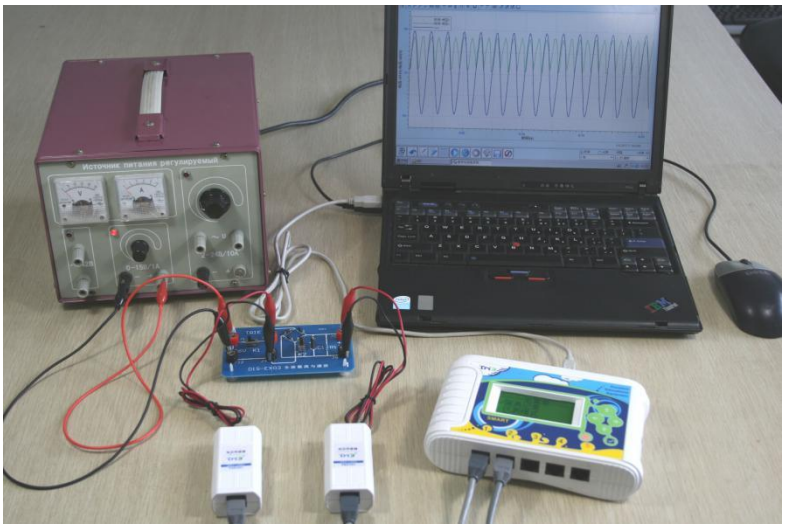

Рис.3 Собранная экспериментальная установка
1. Как показано на рис.3, подключите датчики напряжения к регистратору данных, а регистратор - к компьютеру;